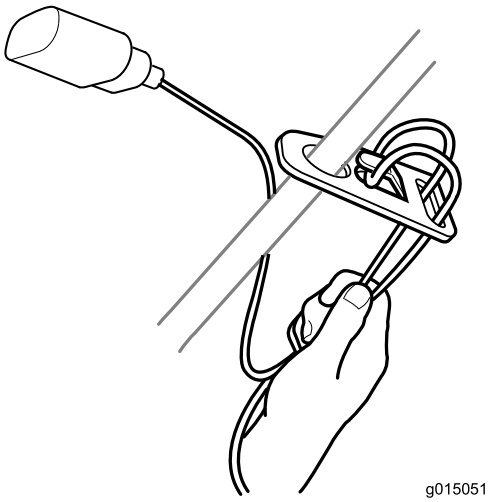

Figur 7
1. Gör en ögla av förlängningssladden och sätt fast den i sladdlåset (Figur 7).